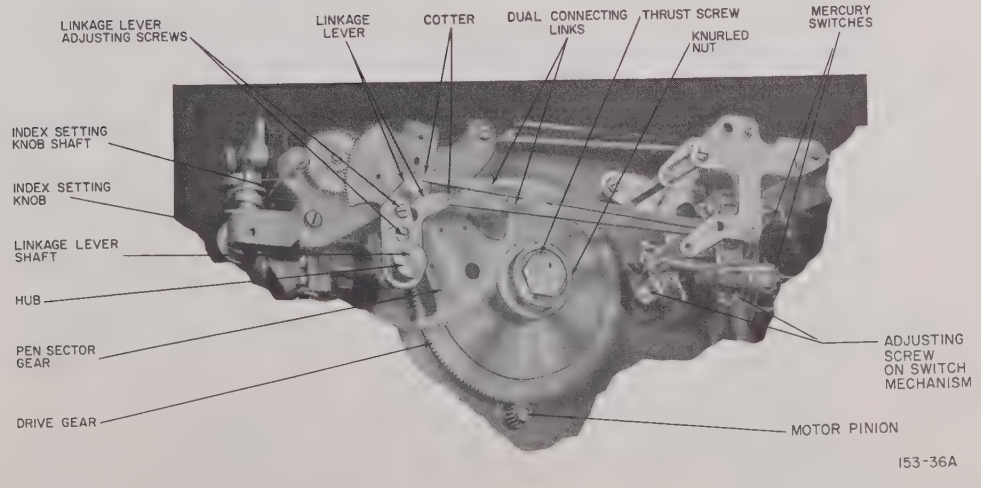

Figure 1. Rear view of Strip Chart Chassis showing Dual Contact Control Mechanism
(1) MAKE SURE INSTRUMENT IS LEVEL. Check chassis latch adjustment as described in instrument installation section.
(2) Inspect switch mechanism (fig. 1) for disconnected, broken or missing parts.
(3) Inspect switches and mounting strip for damage. Make sure the glass tubes are not cracked or broken.
(4) If a switch has been rotated in its clip, it may fail to make contact. Make sure switches are properly positioned (with the "UP" label upward) and securely cemented in their clips.
(5) Check switch leads. They should not be wedged against the switch clips nor restrict motion of switches at any point.
(1) Inspect for loose or broken connections at the terminal block.
(2) Refer to the wiring diagrams included in this manual and connect an ohmmeter to each set of terminals in turn. Check for proper switching action by rotating the drive gear (fig. 1) to move pen past set point index. Also observe the mechanism for proper mechanical action. Replace defective parts and refer to para. 2 below.